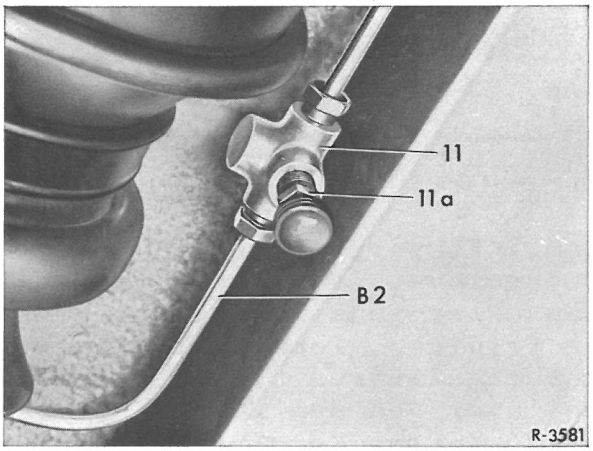

Fig. 32-11/1
1 Udluftningsskruen (11) på trykolieledning (B2) åbnes og olien (ca. 0,5 l) opsamles i en egnet, rengjort beholder (fig. 32-11/1).
2 Opsamlet olie kan med fordel fyldes i forrådsbeholderen i motorrummet gennem filtertragten 111 589 04 63 00 (fig. 32-11/2).